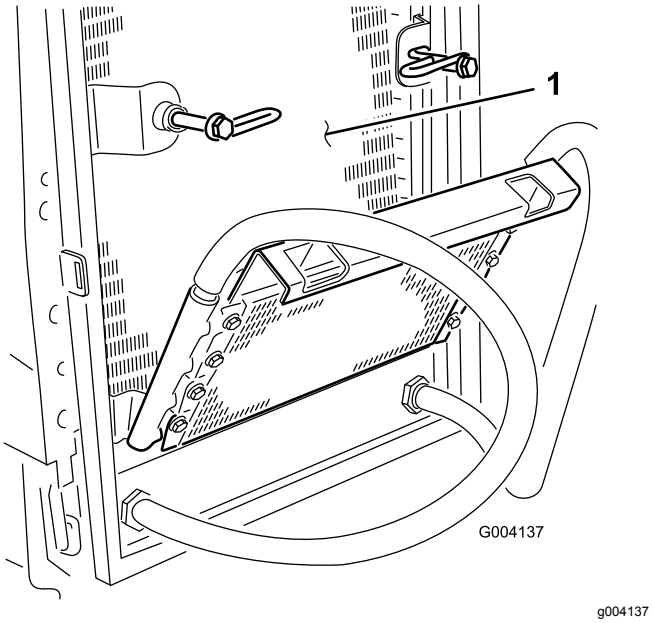

Figur 67
6. Rengjør begge sidene av oljekjøleren og radiatoren (Figur 67) grundig med trykkluft.